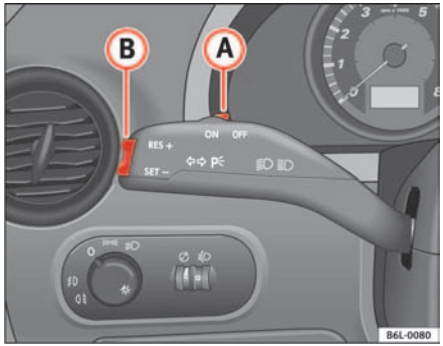

Fig. 101 Turn signal and main beam lever: Switch and rocker switch for CCS
– Move the control ⇒ fig. 101 (A) to the left to **ON**.